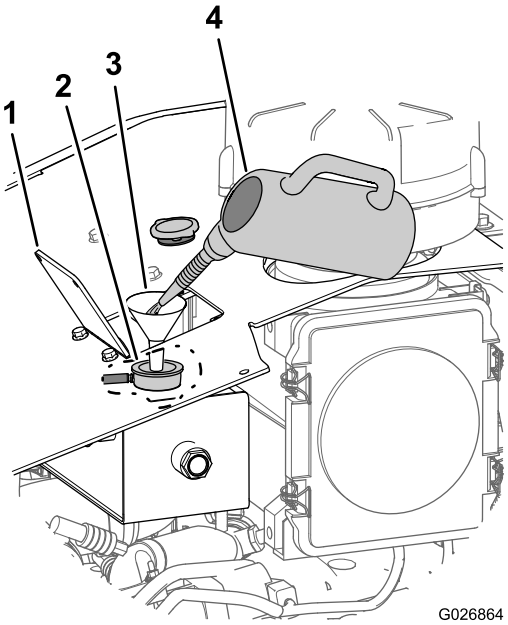

Figura 101
B. Adicione uma solução para limpeza do sistema de arrefecimento ao sistema de arrefecimento através do tubo de enchimento do tanque de recuperação (Figura 101).